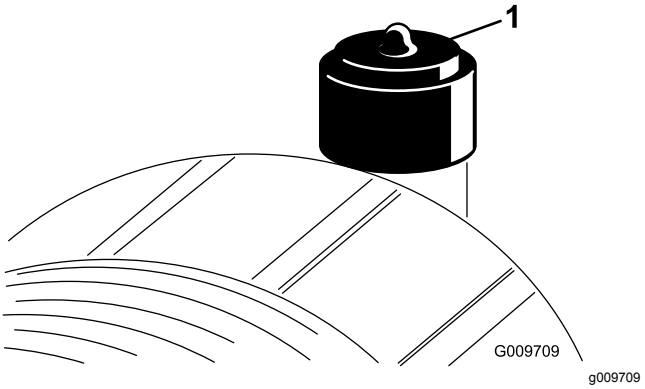

Figur 45
- Udskift luftfilterindsatsen, når advarselslampen for luftfilter (Figur 45) lyser rødt. Undgå overdreven rensning af luftfilterindsatsen.